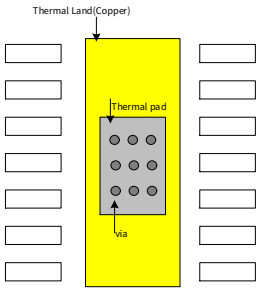

Figure 10-3 Via and Thermal land
- It is recommended, but not required, to place a small number of the holes under the package, but outside the thermal pad area. These holes provide additional heat path between the copper land and ground plane and are 25 mils in diameter. They may be larger because they are not in the area to be soldered, so wicking is not a problem. This is illustrated in Figure 10-3